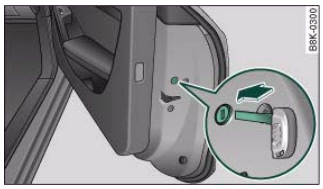

Fig. 41 Door: Locking the door manually
– Pull the cap out of the opening ⇒ fig. 41.